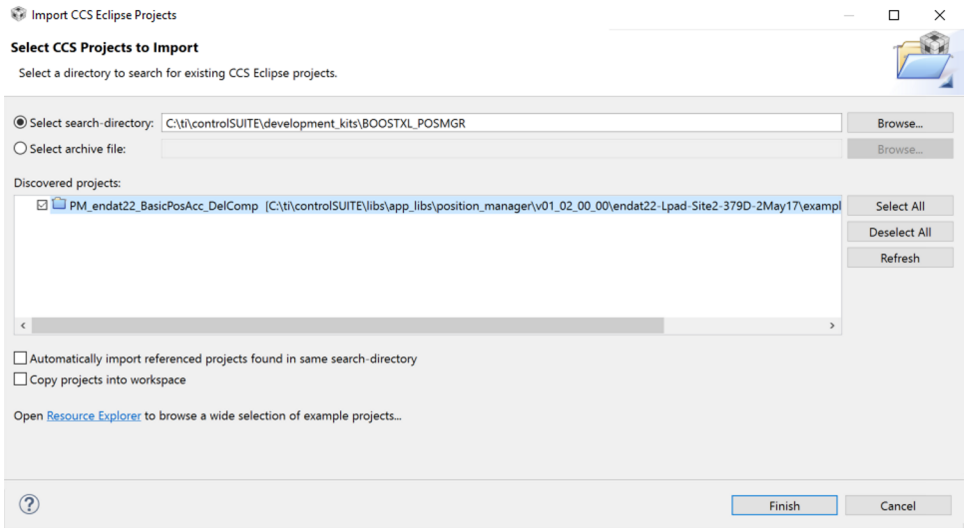

**Figure 7. Adding PM EndDat22 Example Project to Workspace**
b. Something similar to Figure 7 import will appear, and click *Finish*.
**NOTE:** By default, CCS will not copy the project into the workspace. Any changes made to files within CCS will thus be reflected in the files stored in the controlSUITE installation. If desired to preserve the original files stored in controlSUITE, check the box *Copy projects into workspace*, as seen in Figure 7.